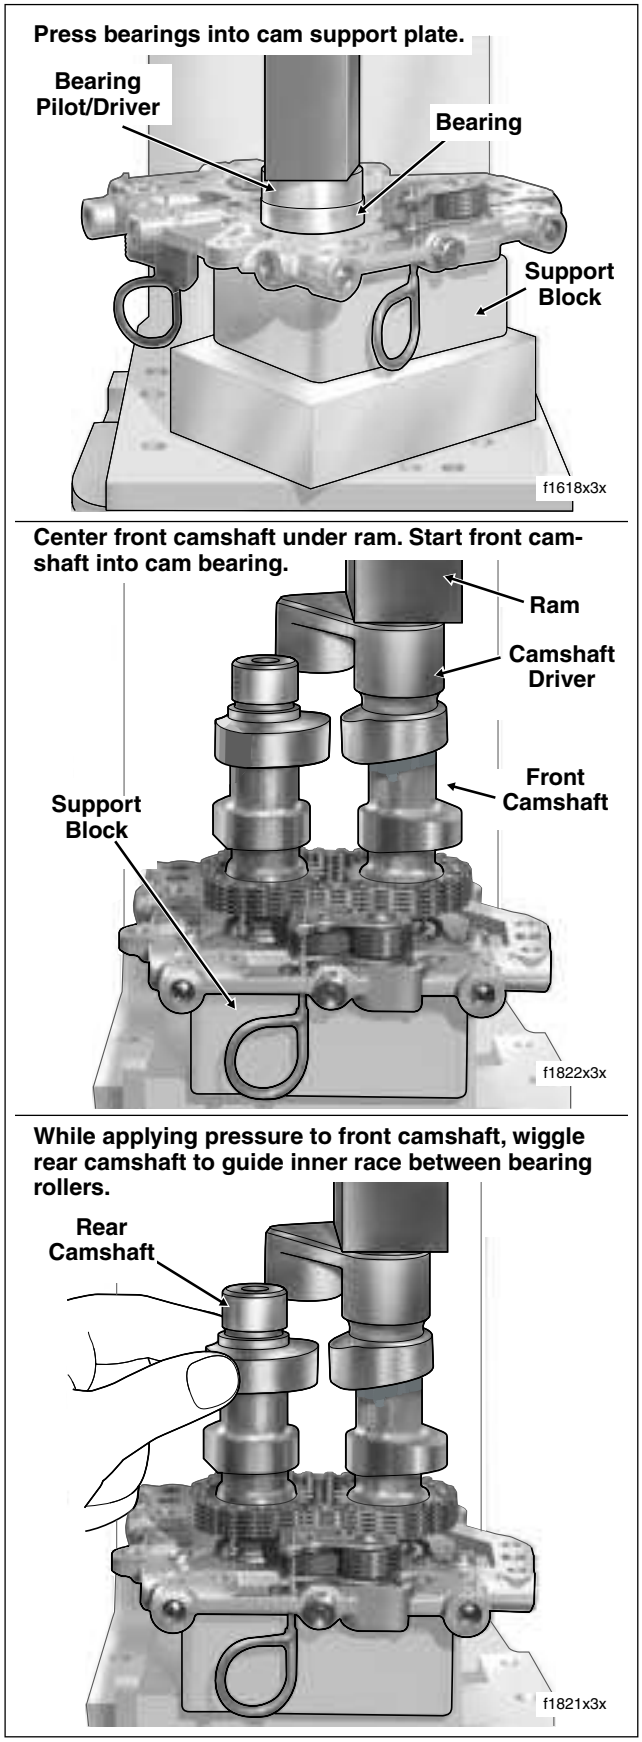

Figure 3-112. Install Cam Bearings/Camshafts
6. Center bearing driver under ram of arbor press. Press on driver until bearing makes firm contact with counterbore in cam support plate. See upper frame of Figure 3-112. Repeat steps to install second bearing.
14. Center end of front camshaft under ram and slowly apply pressure to driver just to **start** front camshaft into bearing ID. See center frame of Figure 3-112.
15. Slowly apply pressure to driver on front camshaft, while wiggling rear camshaft as necessary to guide inner race between bearing rollers. See lower frame of Figure 3-112.